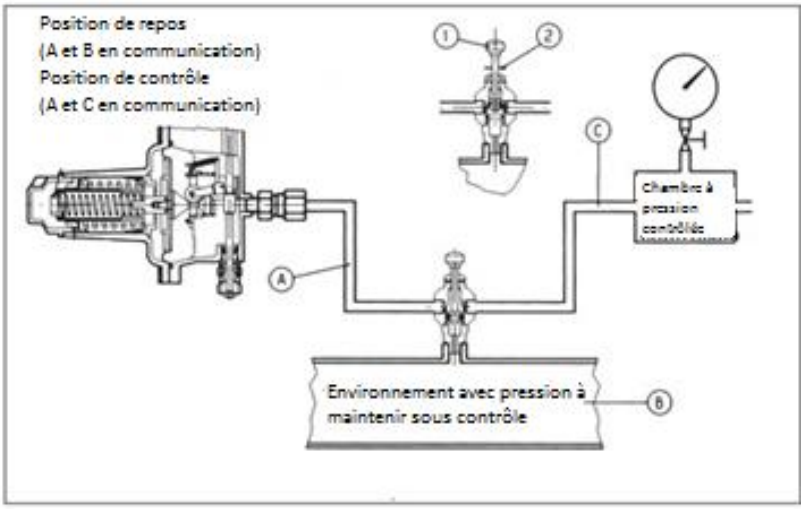

Figure 19: Schéma de connexion "push"
A) Pour les dispositifs de bloc connectés à la tuyauterie en aval à travers de la vanne de déviation à trois voies "push" **11** procédez comme suit (fig. 19):